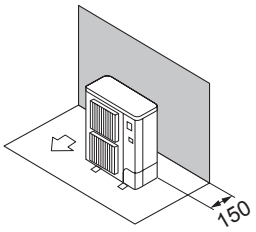

Fig. 2-7
① Solo ostacoli posteriori (Fig. 2-7)